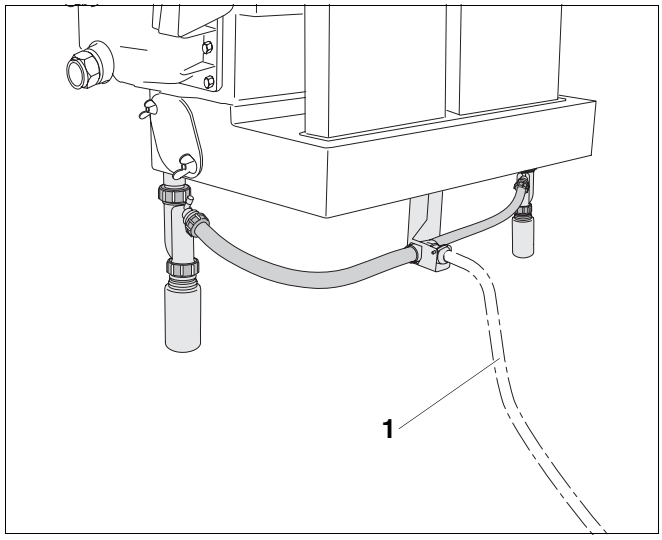

Afb. 62 Aansluitslang monteren
- Schroef telkens een sifon links en rechts aan de condensatie-uitlopen (afb. 62).
- Sluit aan de sifon links en rechts een afloopslang voor het condensaat aan (afb. 62).
De aansluiting naar de neutralisatie-eenheid (toebehoren te bestellen) moet met een verval geplaatst worden. De slang (afb. 62, **pos. 1**) maakt deel uit van de leveringsomvang van de neutralisatie-eenheid.